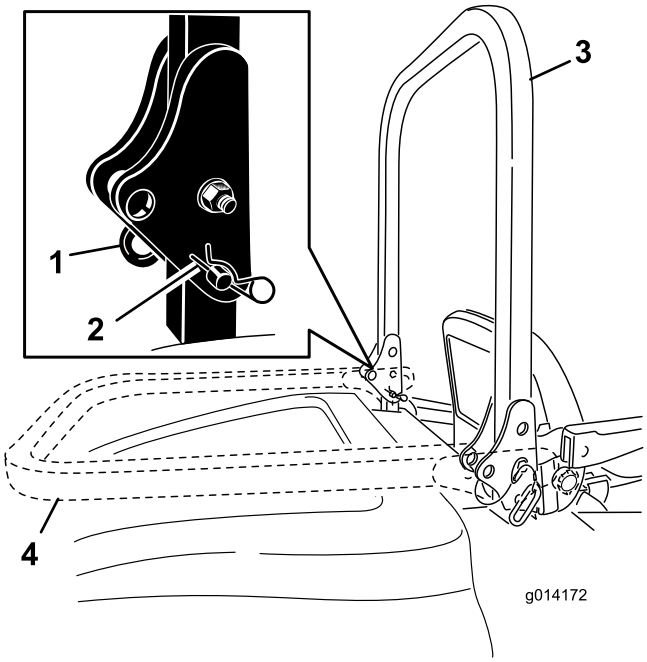

Figura 10
1. Para bajar la barra anti-vuelco, retire los pasadores de horquilla, empuje la barra hacia adelante contra los muelles, y retire los dos pasadores (Figura 10).
2. Baje la barra anti-vuelco (Figura 10).
3. Instale los dos pasadores y fíjelos con los pasadores de horquilla (Figura 10).
4. Para elevar la barra anti-vuelco, retire los pasadores de horquilla y retire los dos pasadores (Figura 10).
5. Eleve la barra anti-vuelco a la posición vertical, instale los dos pasadores y fíjelos con los pasadores de horquilla (Figura 10).